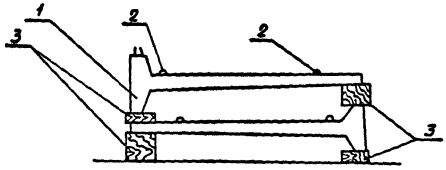

Рис. 1
3.2. Панели должны храниться в горизонтальном положении в соответствии с ГОСТ 13015.2-81 в штабелях в 2 яруса с установкой подкладок. Подкладки должны располагаться по осям строповочных петель согласно рис. 1.